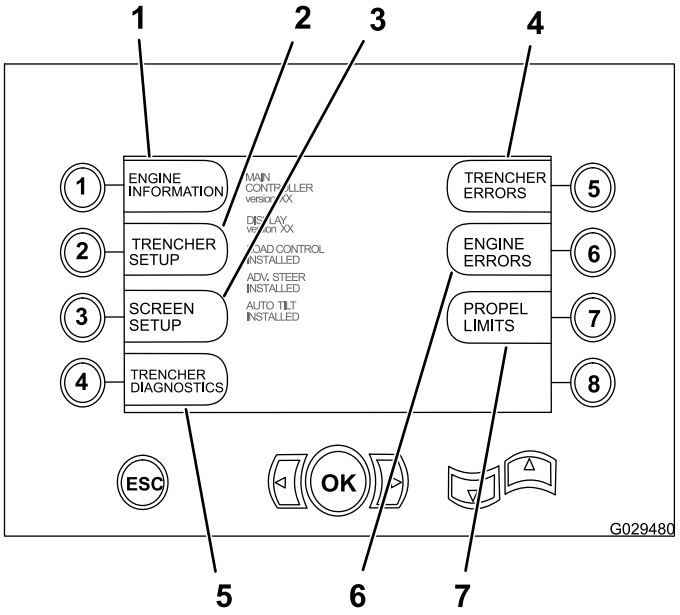

Figure 36
Pour accéder à l'écran de sélection principal, appuyez brièvement sur les flèches vers le haut et le bas (Figure 36) simultanément. Cet écran permet de choisir les écrans de fonction montrés à la Figure 36.
1. À partir de l'écran de sélection principal, appuyez sur le bouton 7 pour accéder aux réglages de la fonction de limitation de propulsion; voir Figure 36 sous Accès à l'écran de sélection principal (page 33).